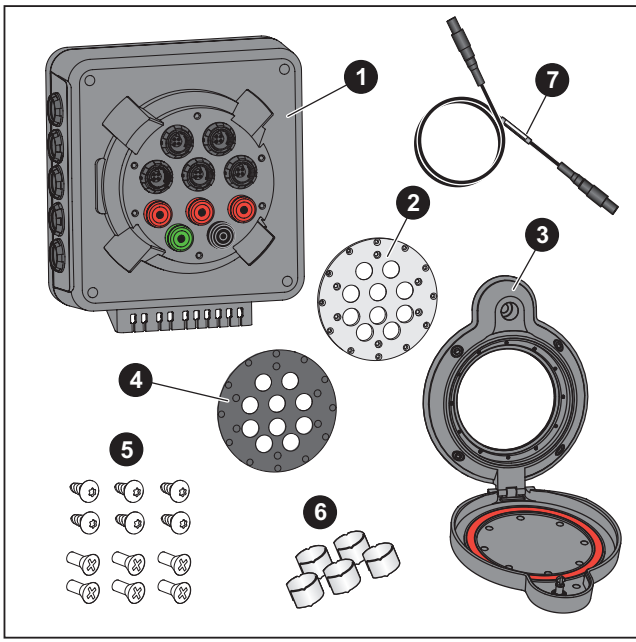

Figure 1. PQ Window Parts
Unpack the Product when it arrives. See Figure 1. Identify and make sure all the parts are in the shipment:
4. On the current test leads, apply cable marker 1 from the set (see Figure 1, item ❻) on both ends of the cable for phase A/L1. Continue with marker 2 for phase B/L2, and marker 3 for phase C/L3 and N and Earth/Ground.